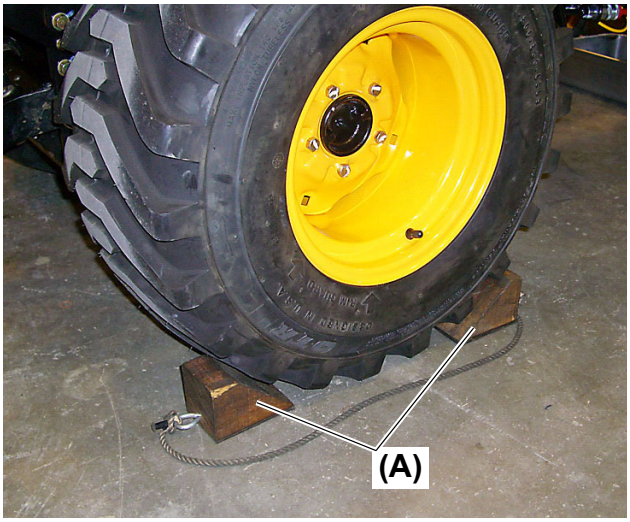

Fig. 1
1. Chock **(Fig. 1, (A))** the rear tire to prevent accidental movement of unit.